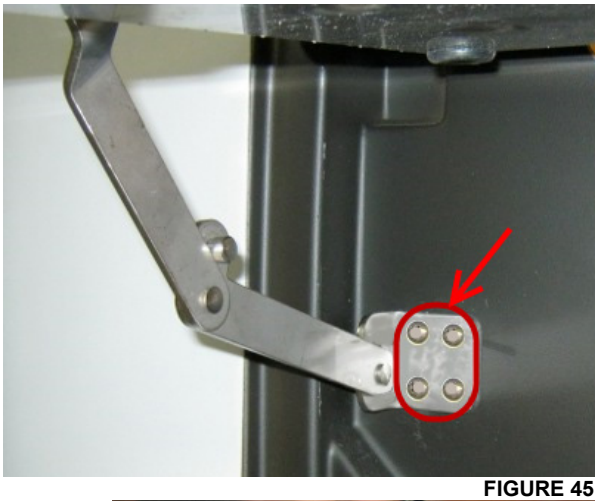

FIGURE 45
a) To do so, drill through the folding arm rivets (4 rivets) shown on FIGURE 45